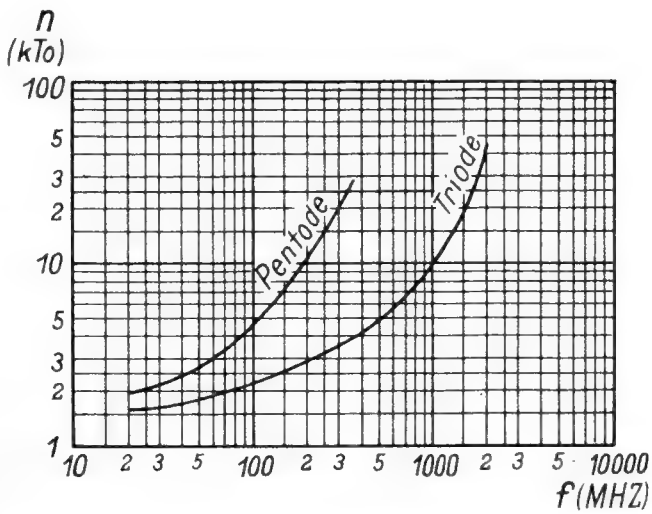

Bild 6. Optimale Grenzempfindlichkeiten für Trioden und Pentoden
a) In [1] ist in einem Diagramm gezeigt, welche Optimalwerte für die Grenzempfindlichkeit für die verchiedenen Röhrentypen erzielbar sind (s. Bild 6).